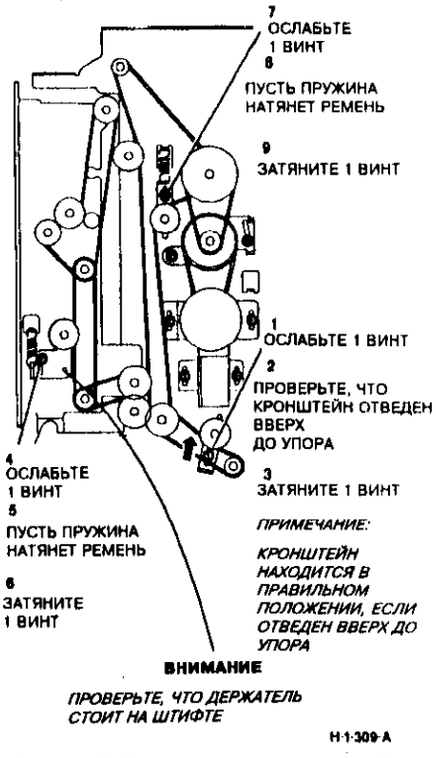

Рисунок 4. Натяжение приводных ремней
2. (Рисунок 4) Натяните приводные ремни.